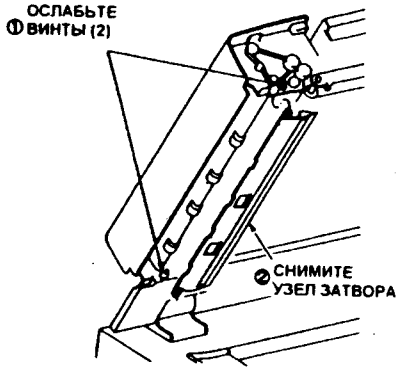

Рис. 3
5. (Рис. 3): Снимите узел затвора.